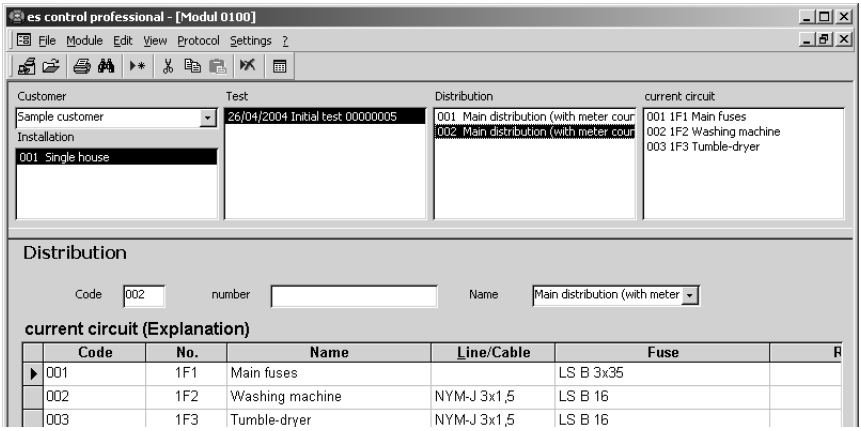

Figure 5.26: Duplicate data record for test
- Select from the “Data record” menu the “Duplicate” function or use the context menu, which may be accessed by clicking the right mouse key. A copy of the previously selected data record is made. In the example below, a new test is created “New installation 00000004 (copy of 00000003)”, please refer to Figure 5.26. All subordinate distributions and current circuits are also copied.
- For the repeat test of example Figure 5.26, select the data record “Main distribution (with meter counter)”.